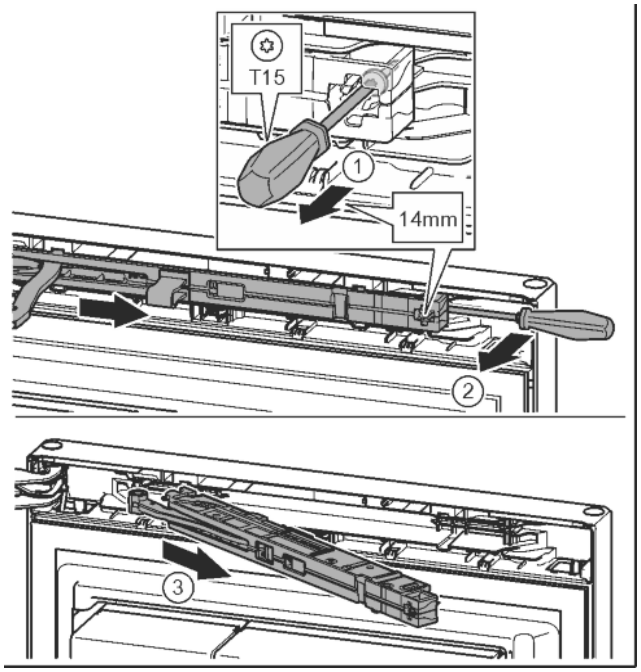

Fig. 11
- ▶ Ослабить винт на узле амортизатора с помощью отвертки T15 примерно на 14 мм. *Fig. 11 (1)*
- ▶ Отверткой со стороны ручки переместиться за узел амортизатора и повернуть вперед. *Fig. 11 (2)*
- ▶ Извлечь узел амортизатора. *Fig. 11 (3)*